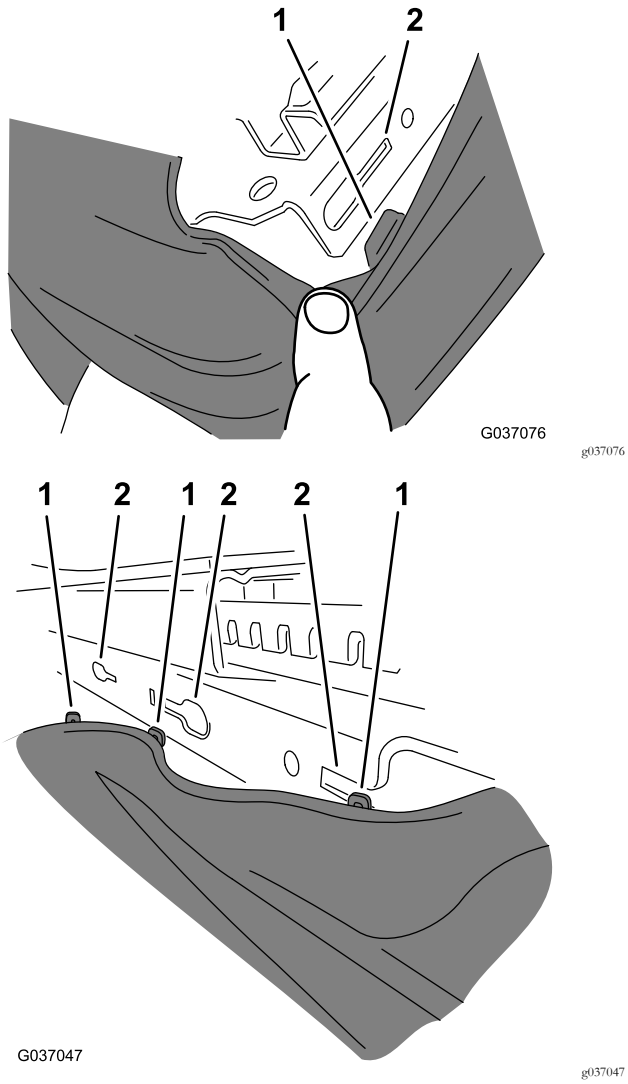

Figura 9
3. Rimuovete la guaina dalla base del sedile nel modo seguente (Figura 9).